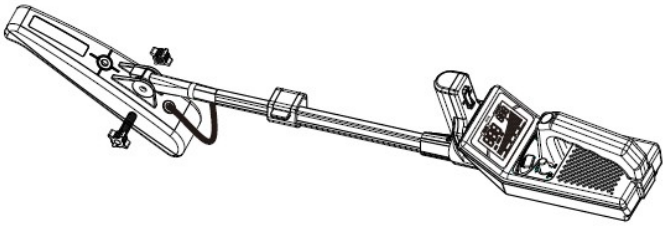

Figure 12
3. Desserrez le bouton de blocage de la canne inférieure et retirez le boulon. Emboîtez la canne inférieure sur le plateau d'antenne et bloquez-la (voir figure 12). Veillez à ne pas oublier la rondelle en caoutchouc.